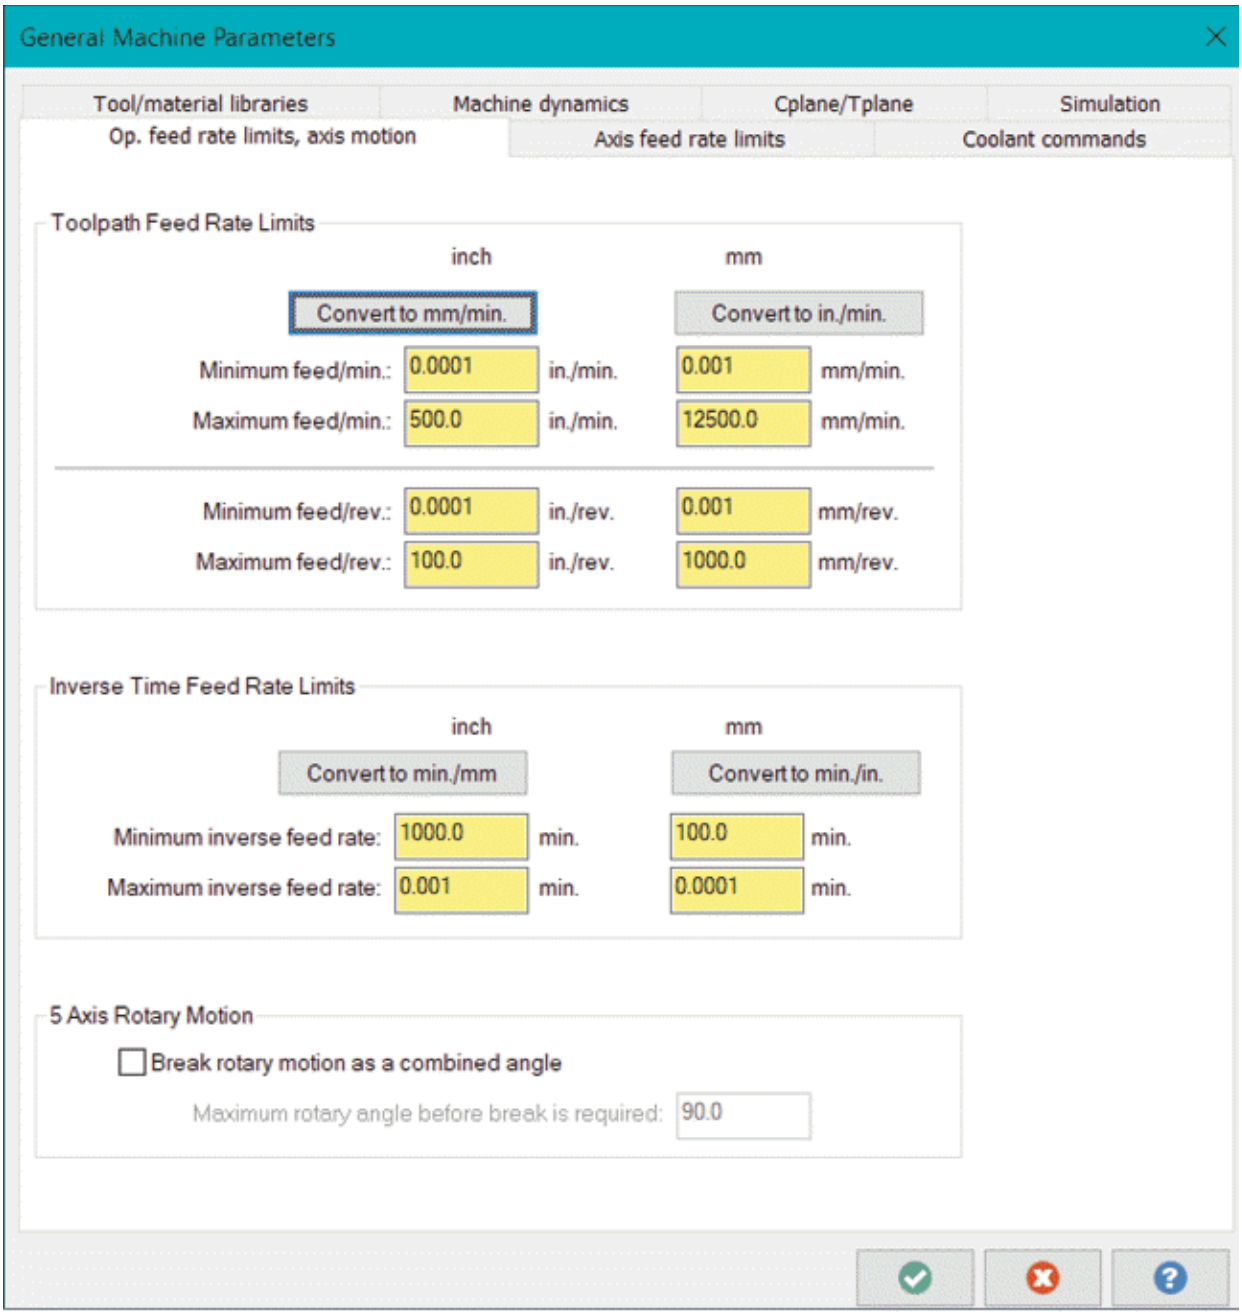

Figure-24. General Machine Parameters dialog box
- Click on the **General Machine Parameters** button . The **General Machine Parameters** dialog box will be displayed; refer to Figure-24.